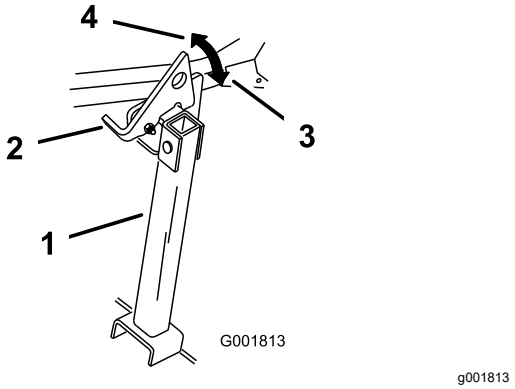

Figur 46
2. Hev spaken til ulåst stilling (Figur 46).